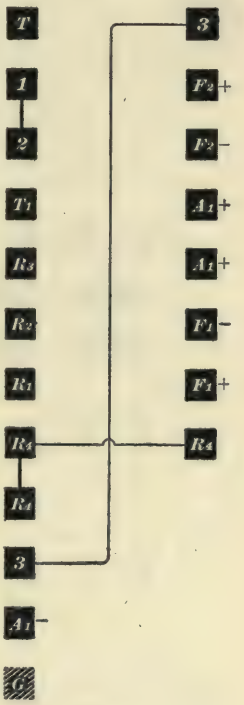

FIG. 15.
**20. The No. 34 Internal Connections.**—Fig. 15 shows the No. 34 internal connections, of which there are only four;